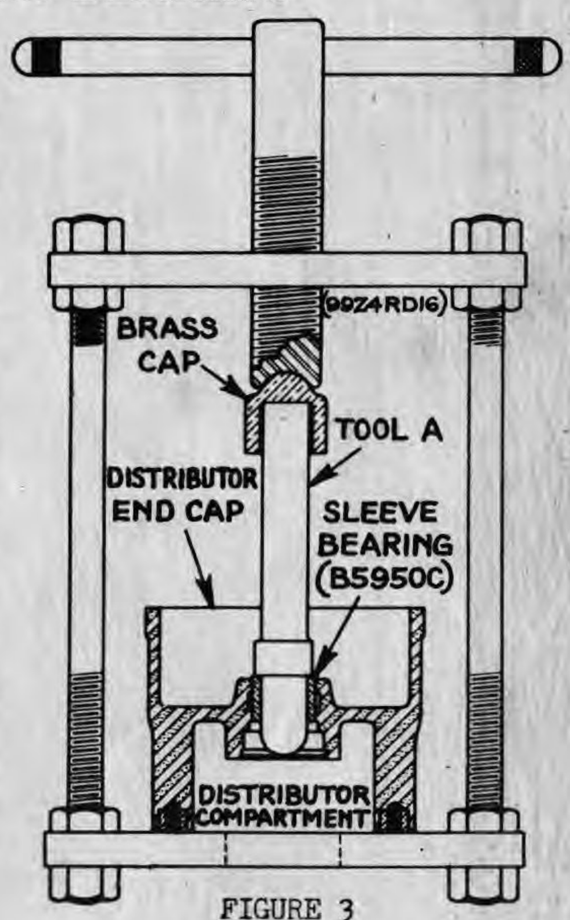

FIGURE 3
3. Place the Bakelite end cap on the base plate of the hand press as shown in Figure 3. For greater support the round distributor compartment should be placed adjacent to the plate. Push tool A by hand as far into the sleeve bearing as possible, put the brass cap over the tool's upper end and turn down the press, exerting an even, perpendicular pressure until the bearing drops out.